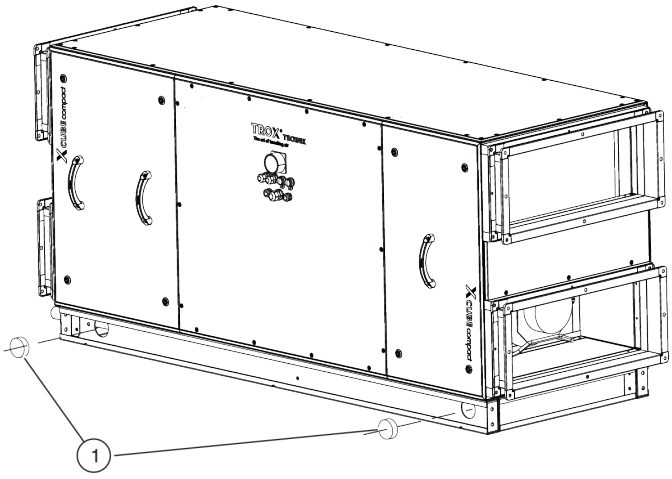

Fig. 16: Attaching plugs
6. ▸ Seal the transport openings in the base of the air handling unit with the plugs (Fig. 16/1) provided.